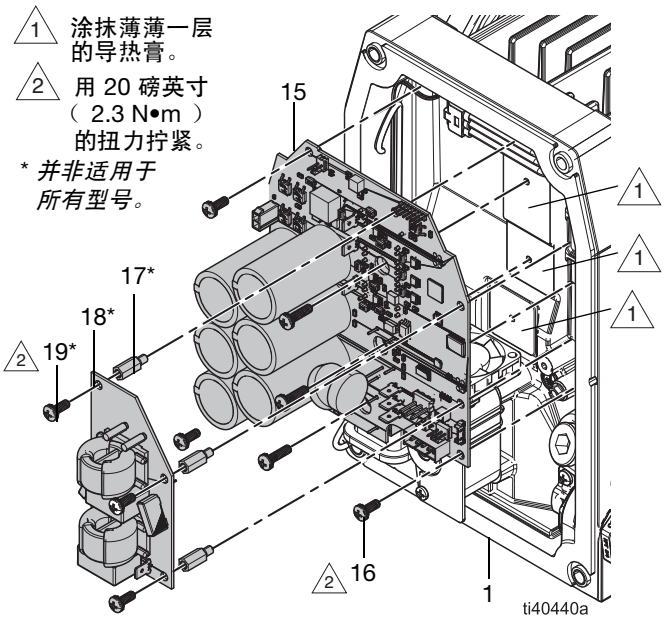

图 11：控制板和过滤器板
参见图 11。
2. 如果需要，涂上一层薄薄的导热膏，位置见图 11
3. 将电线远离定子外壳 (1)，并将控制板 (15) 插入定子外壳。
4. 将控制板 (15) 固定到位。同时安装控制板紧固件（ 16 ）。用 20 英寸-磅（ 2.3 牛•米 ）的扭力拧紧。
5. 如果适用，安装垫片 (17)、过滤器板 (18) 和紧固件 (19)。牢牢拧紧紧固件 (19)。
6. 如果适用，将滤波器板 (18) 电源棕色电缆连接到控制板上的 L1，将蓝色电缆连接到 L2。请参见**电气示意图**，第 37 页。
7. 连接控制板 (15) 和过滤板（ 18，如果适用 ）间的所有电线。请参见**电气示意图**，第 37 页。